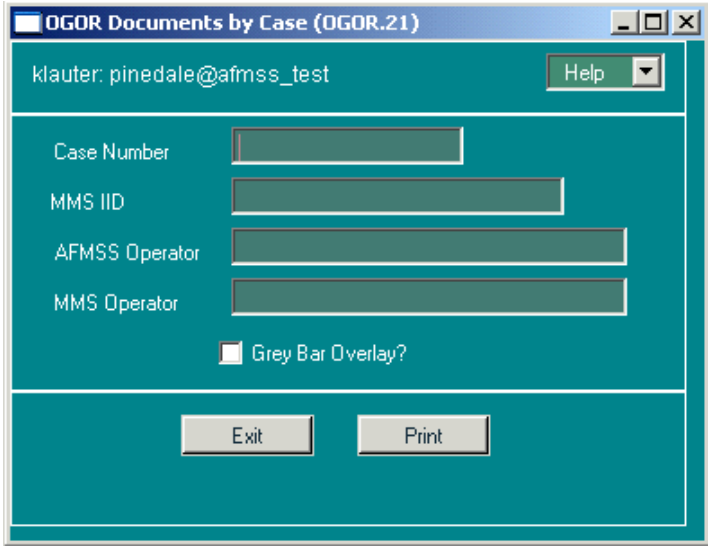

Figure 7-27: OGOR Documents by Case (OGOR.21) Window
1. From the *Non-Indian AFMSS Main Menu* select **OGOR** then **OGOR Reports** to display the reports submenu. From the submenu select **Reports by Case (OGOR.21)** to launch the window (Figure 7-27).